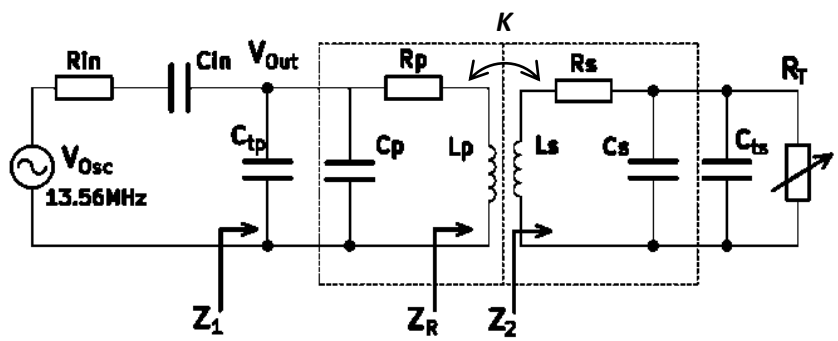

Fig. 4. Circuit schematic of WRAP system.
Reflected Impedance (Fig. 4): $Z_R(R_T) = \frac{[M \times \omega]^2}{Z_2(R_T)} = \frac{[k \times \omega]^2 L_P L_S}{Z_2(R_T)}$ (9)